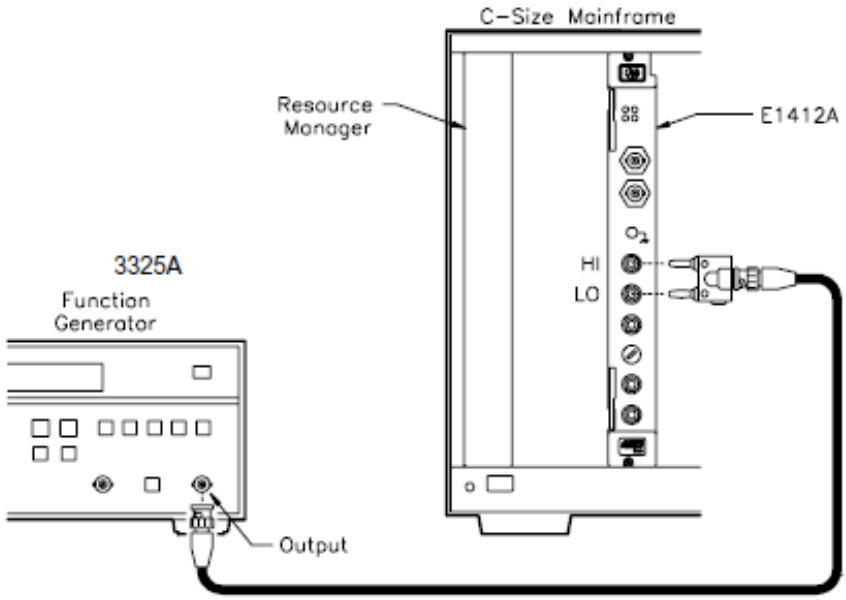

Figure 5-7 Frequency Adjustment Setup
1. Connect the Frequency Standard output across the HI and LO terminals of the Keysight E1412A as shown in Figure 5-7.